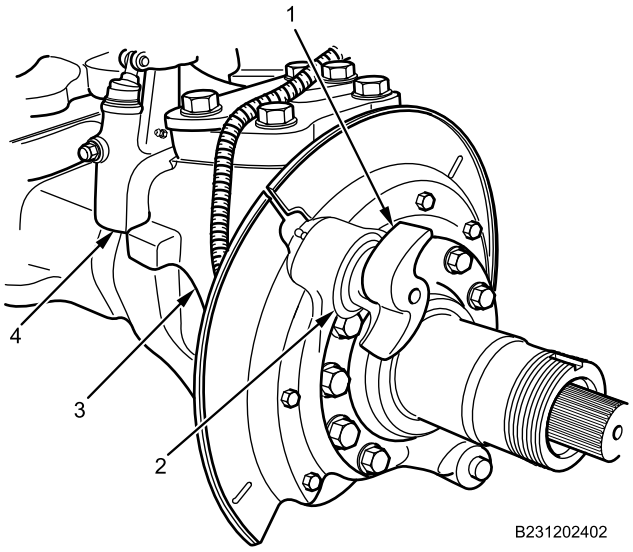

Figure 3. Brake S-Camshaft.
4. Remove brake S-camshaft (Figure 3, Item 1) and three washers from slack adjuster assembly (Figure 3, Item 4), steering knuckle (Figure 3, Item 3), and spider assembly (Figure 3, Item 2).
1. Install brake S-camshaft (Figure 3, Item 1) and washer into spider assembly (Figure 3, Item 2).
2. Install washer onto brake S-camshaft in between spider assembly (Figure 3, Item 2) and steering knuckle (Figure 3, Item 3), and continue pushing brake S-camshaft through steering knuckle.
3. Install washer onto brake S-camshaft in between steering knuckle (Figure 3, Item 3) and slack adjuster (Figure 3, Item 4), and continue pushing brake S-camshaft through slack adjuster.